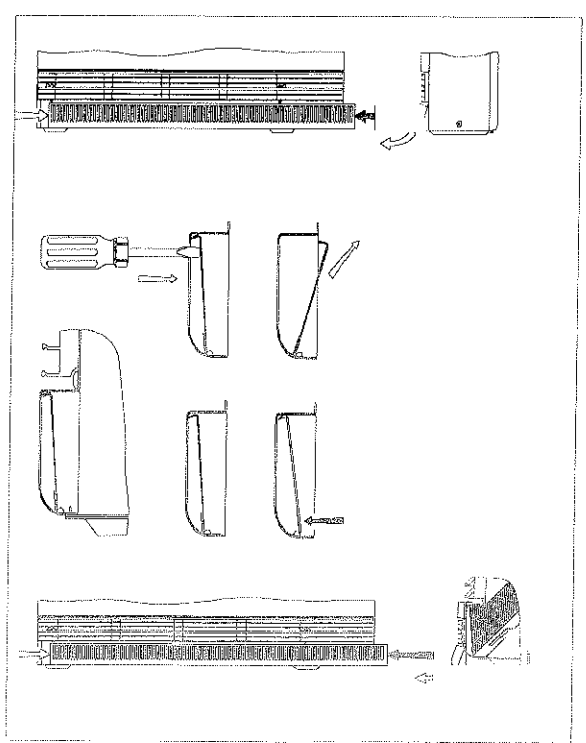

Fig. 3
- Nettoyage du filtre à peluches (fig.3)